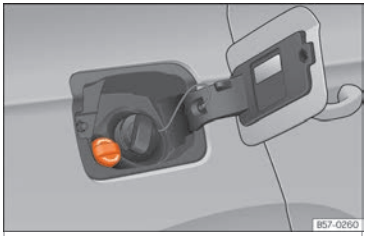

Fig. 217 AdBlue tank cap.
- Open the tank cover ››› Fig. 217.
- Turn the SCR tank cap anti-clockwise ››› Fig. 217.